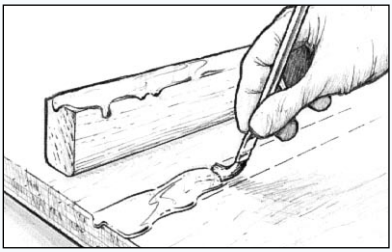

Figur 9 Påfør resin-/hærderblandingen på limfladerne.
1. Påfør en resin-/hærderblanding på de flader, der skal samles *(Figur 9)*. Dette kaldes gennemvædning eller "grunding" af limfladerne. Epoxyen skal påføres med en engangspensel på små eller vanskeligt tilgængelige områder. Gennemvæd større områder med en skumgummirulle eller ved at påføre resinen/hærderen jævnt på overfladen med en plastspartel/sprøjte. Gå videre med trin to med det samme, eller før den gennemvædede belægning bliver klæbefri.